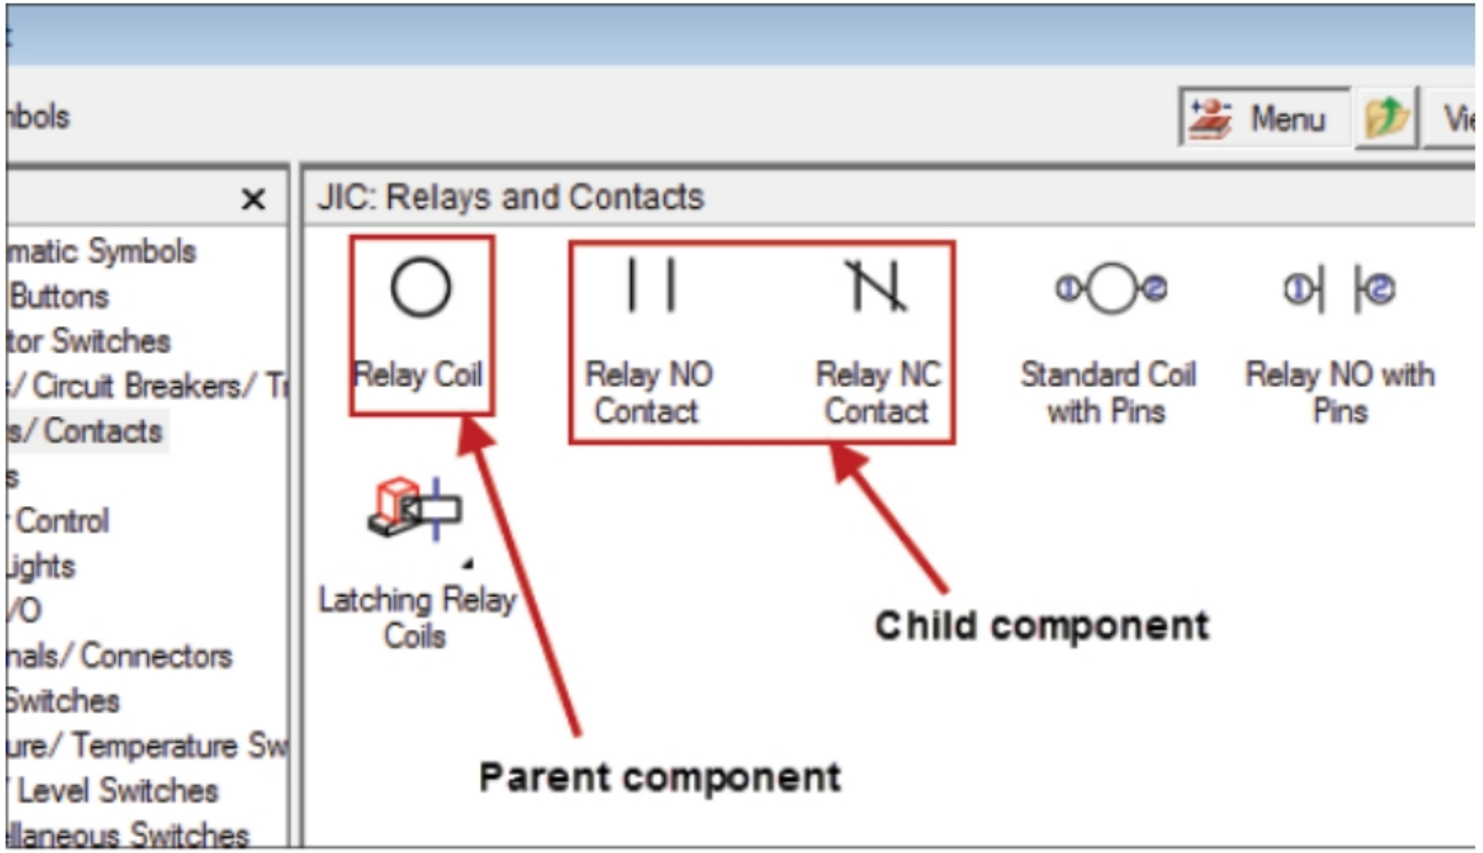

Figure-50. Parent and child components
- Select desired option from the **Symbol** drop-down in the dialog box. There are nine options in the drop-down, **Horizontal Parent**, **Horizontal Child**, **Vertical Parent**, **Vertical Child**, **Horizontal Terminal**, **Vertical Terminal**, **Panel Footprint**, **Panel Nameplate**, and **Panel Terminal**. The Horizontal and Vertical define the orientation of component. Parent means the component can have more child components; refer to Figure-50. Also, the tags are automatically assigned same for the child component as of parent component. To check this, insert a Relay coil in the schematic drawing and specify the parameters in the **Insert/Edit Component** dialog box. After that insert **Relay NO Contact** symbol and/or **Relay NC Contact** symbol; you will not be asked to specify any parameter. Similarly, you can specify the symbol as panel footprint, terminal, or nameplate.